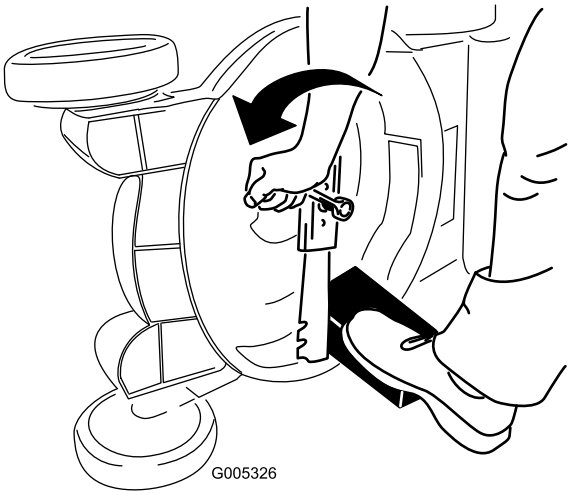

Figur 48
3. Håll kniven stilla med hjälp av en träkloss (Figur 48).
4. Ta bort kniven och spara alla monteringsdelar (Figur 48).